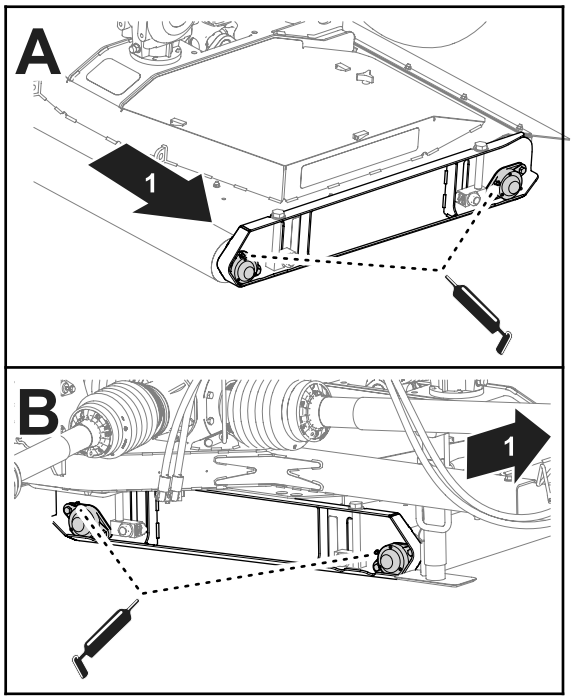

Figur 56
1. Applicera det angivna fettet på däckvalslagren på klippdäckets vänstra sida (Figur 56).
2. Smörj däckvalslagren på klippdäckets högra sida (Figur 56).